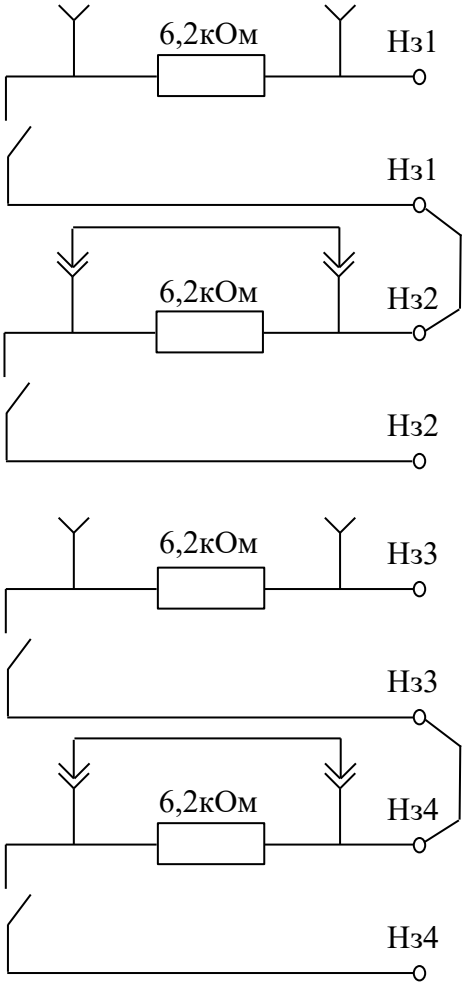

Рисунок 9 – Схема подключения выходных контактов реле для использования по одному реле на каждый участок охраны.
2.4.1.2 В изделии используется четыре выходных реле (см. таблицу 3а и рисунок 9)., Для подключения четырех выходных реле к ССОИ через сопротивления 6,2 кОм необходимо снять перемычки X1, X2, X3, X4 на плате БОС. Перемычки X1, X2, X3 и X4 замыкают резисторы 6,2 кОм. Если, вместо четырех реле необходимо использовать только два (по одному реле на участок), то выходной контакт «3» (Нз1) колодки XT7 необходимо объединить с выходным контактом «4» (Нз2), а выходной контакт «7» (Нз3) с выходным контактом «11» (Нз4) при помощи перемычек из провода. Тогда выходные контакты «2» (Нз1) и «5» (Нз2) будут использоваться в качестве выходных контактов реле первого участка. а выходные контакты «6» (Нз3) и «12» (Нз4) в качестве выходных контактов реле второго участка, как показано на рисунке 9. На рисунке 9 перемычки X1 и X3 сняты, чтобы в каждом реле было по одному резистору 6,2 кОм.